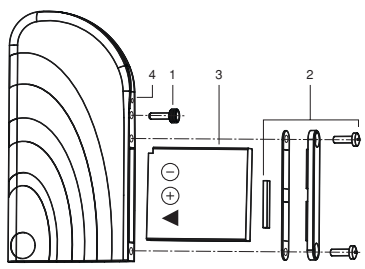

Fig 3.
Spare parts for the wireless probe (Fig. 3)
The probe comes equipped with a switch, which also acts as protective item for watertightness when the power supply (1) is not plug in the mains (Fig. 3).
To enable the probe, pull the switch out and in back. The lamp (4 in Fig. 3) starts lighting up for a while. From then on, there are two possibilities, i.e.: